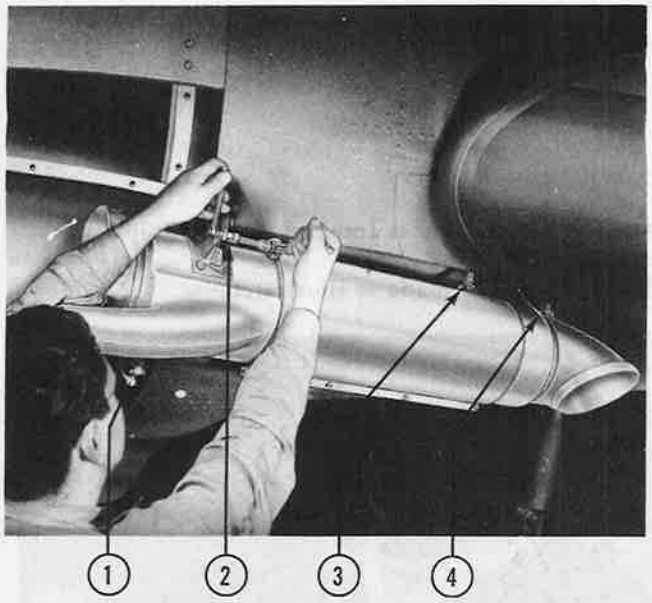

Figure 530—Installing Muff-Type Heat Exchanger
1. Secure extreme aft top adjustable link (4, figure 530) to applicable bracket. Place bolt through bracket holes and link head and tighten nut against bracket.
3. Place a holding pin (2, figure 530) in top front bracket to hold assembly in place while attaching other points of connection.
5. Remove pin from bracket (2, figure 530). Replace with AN 4-12A bolt. Five AN 960-416 steel washers should fit on bolt (in any order) between flange and side, or sides, of bracket.
6. Secure middle top adjustable link (3, figure 530) as described in *1.*, preceding.